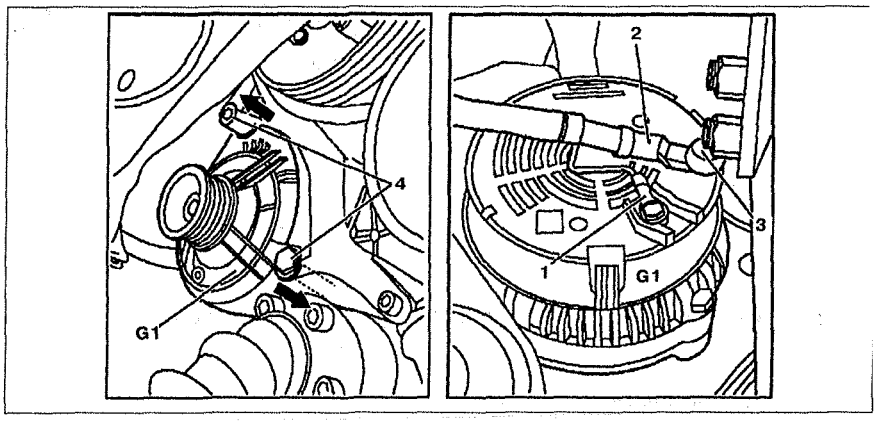

Рис. 2.135. Генератор:
3. Отсоедините правую полуось **(стрелка)** от промежуточного ведущего вала (см.рис.2.135).